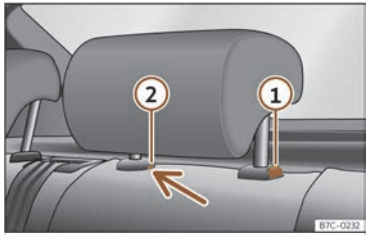

Fig. 94 Reposacaps del darrere: desmuntatge.
- Premeu la tecla ››› **fig. 94** ① i, prement alhora per l'orifici del fiador ② amb un tornavís pla de màxim 5 mm d'amplada, traieu el reposacaps.